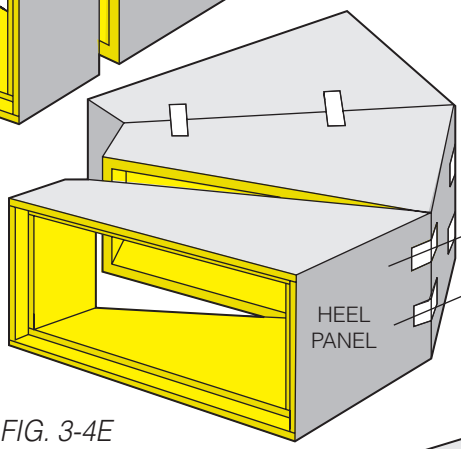

FIG. 3-4E
3. Apply tape tabs per Tape Tab Schedule, Page 3-1, starting with heel panels (Fig. 3-4E).